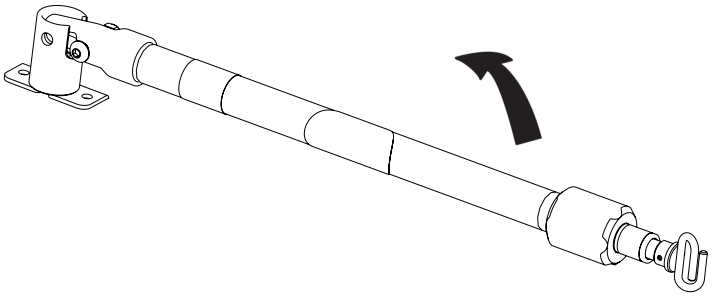

Figure 52 - Position d'entreposage de la potence IV 3 sections
6. Pour abaisser la potence IV, appuyer sur la pince à ressort (E) et glisser la section (D) à l'intérieur de la section (C). Tourner le verrou de blocage (B) dans le sens antihoraire et glisser la section (C) dans le tube inférieur.
7. Tourner le verrou de blocage (B) dans le sens horaire pour le serrer.
8. Soulever et faire pivoter la potence vers le bas en position repliée (consulter la Figure 52).